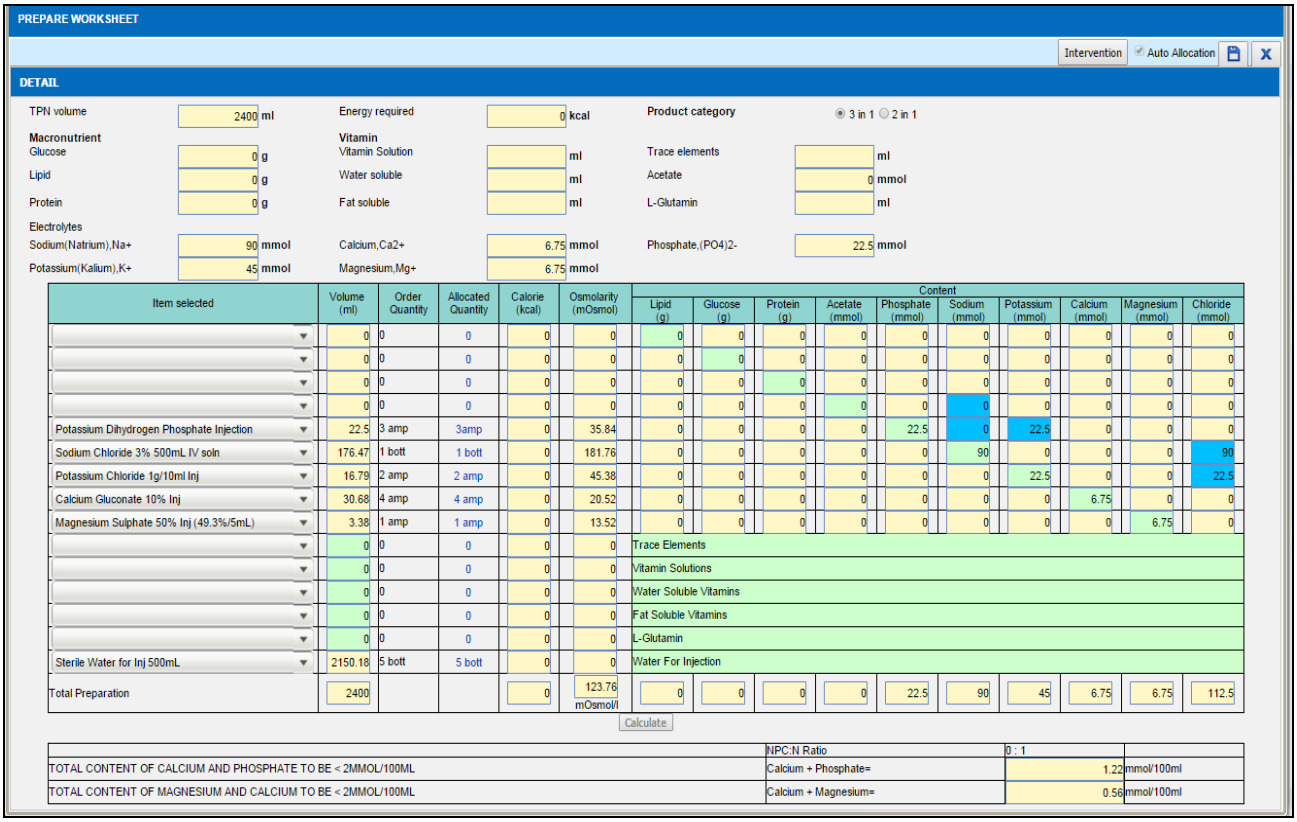

Figure 4.5-12 Prepare Worksheet
- ***Allocated Quantity*** *will be automatically calculated and displayed by system after click on the save button as per Figure 4.5-12.*